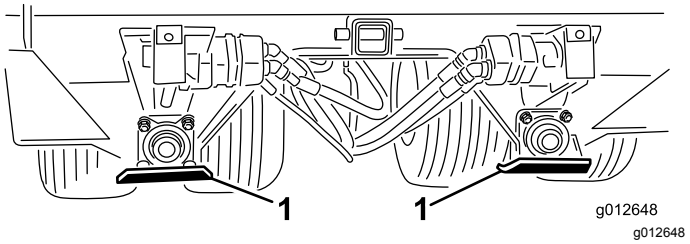

Figur 8
1. Placera meden enligt Figur 8.